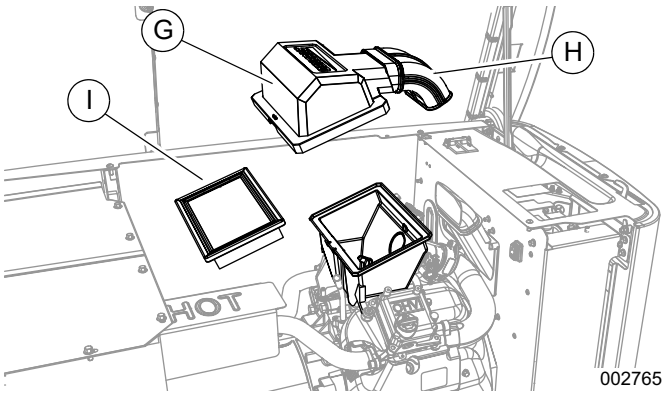

Figure 6. Retrait du capot de la boîte à vent (série 500/1000)
1. Voir ***Figure 6***. Retirez le capot de la boîte à vent (G), le soufflet d'admission (H) et le filtre à air (I).